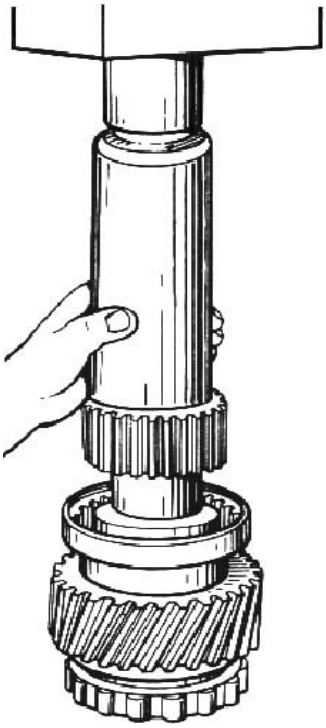

Рис. 23. Напрессовка шлицевой втулки синхронизатора на промежуточный вал
21. Напрессовать шлицевую втулку 63 синхронизатора на вал до упора (рис. 23) выточкой по наружному диаметру к переднему концу вала. После напрессовки втулки шестерня высшей передачи должна вращаться свободно от руки, без заеданий.